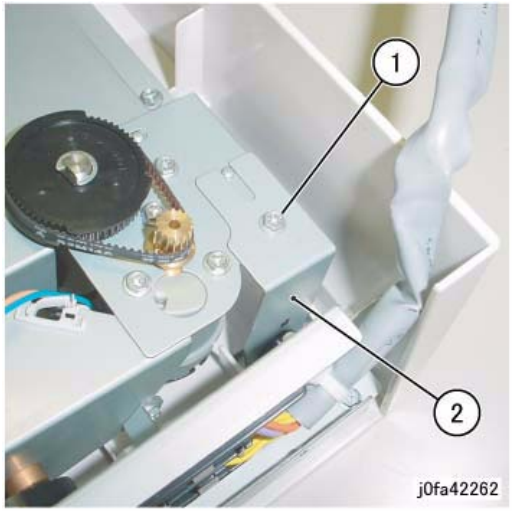

Figure 2 Removing the Bracket
7. Remove the Bracket (Figure 2):